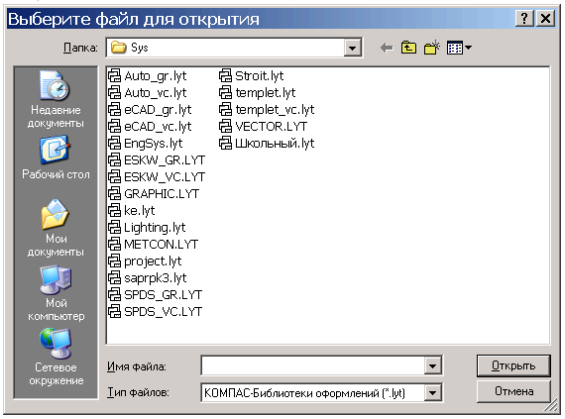

Рис. 7.4. Диалоговое окно выбора файла библиотеки оформления листа чертежа.
2) нажмите кнопку **Библиотеки…** (основных подписей), рис. 7.4;